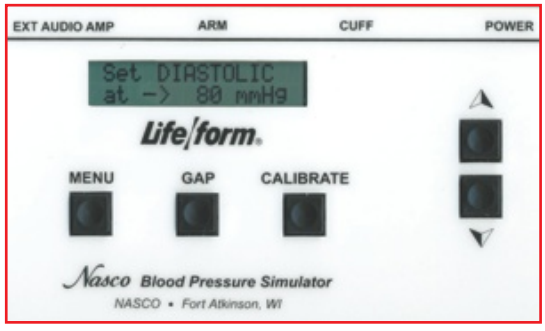

Figure 30
5. The "Set DIASTOLIC" pressure menu will display in the Electronic Control Unit window. ***(See Figure 30.)***